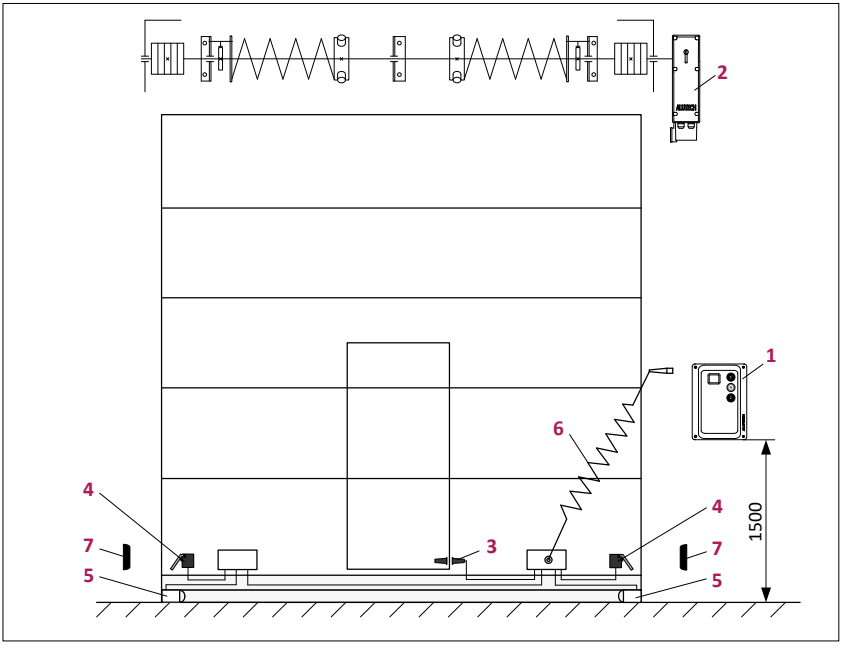

Рисунок 5
- Определите место, в которое будет установлено каждое устройство приводной системы. Пример типовой схемы автоматизации секционных уравновешенных промышленных ворот с калиткой — **Рисунок 5**.